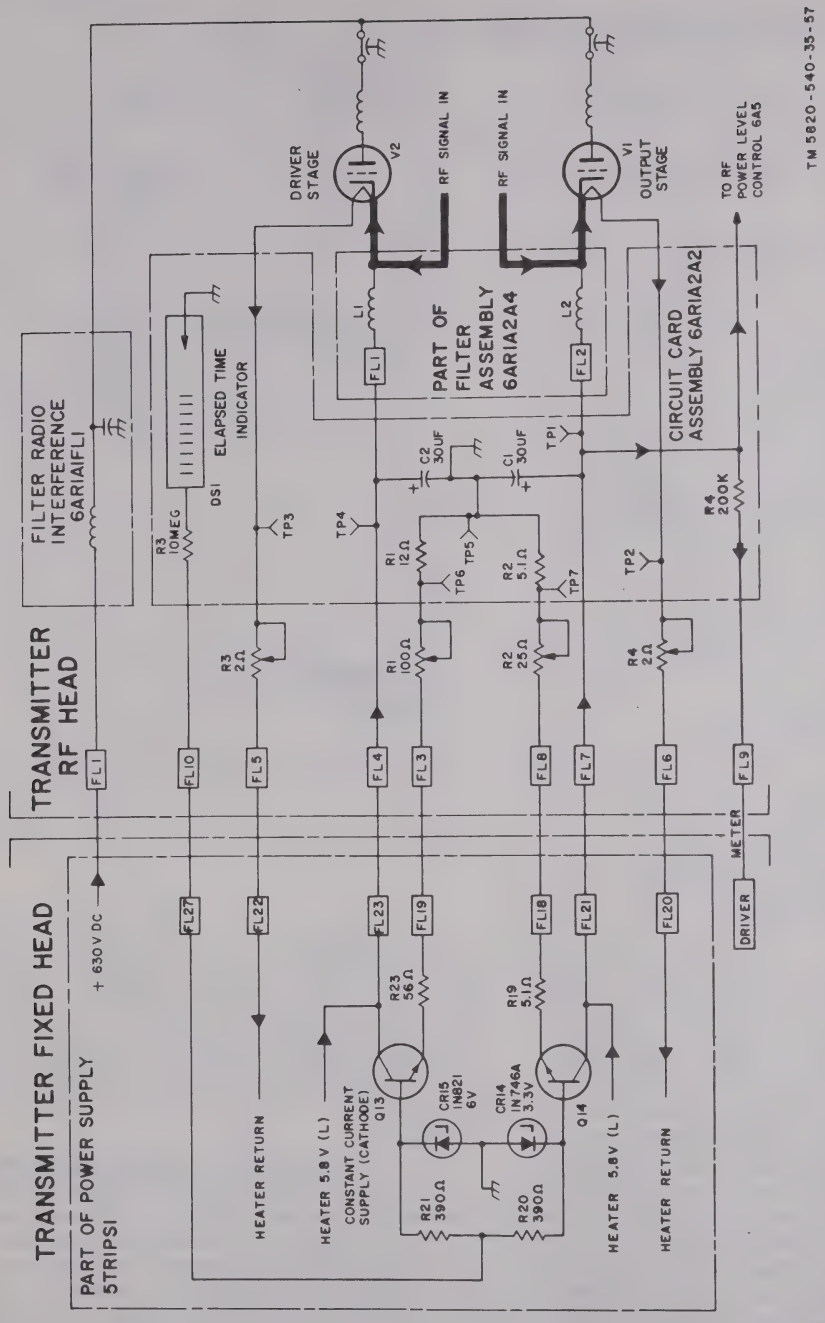

Figure 2-36. Power amplifier tubes dc and rf supplies, simplified schematic.
(2) *Rf amplifier subassembly 6AR1A1* (fig. 2-35). The driver amplifier and the output amplifier are mechanically and electrically identical, the only difference being in the choice of the dc operating point, which is externally adjustable. The plate resonators share a common drive screw. The output matching conditions, however, are different and individual drivers are required for the output probes. The power amplifier is a conventional tuned-cathode, tuned-plate grounded-grid triode amplifier circuit. V2 is the driver stage amplifier, Z3 the cathode resonator and Z4 is the plate resonator. C7 and C8 are dc bypass capacitors. C10 is a cathode rf bypass capacitor, and C16 is a smoothing capacitor. The input signal is fed to the cathode from filter assembly 6AR1A2A4 at a level of 200 milliwatts to excite cathode resonator Z3, connected between cathode and grid. The signal at the plate resonates in Z4, connected between the plate and grid, and is coupled from the cavity to output jack J1 through output coupling probe C12. Driver peaking is accomplished by adjustment of the PRW OUT PEAK control in the pushed-in position. The output from the driver tube is connected through the second section of filter assembly 6AR1A2A4 to the cathode of output tube V1, in a circuit similar to the V2 circuit. Here it is amplified, then coupled out of the plate cavity by output coupling probe C6. Output peaking is accomplished by adjustment of the PWR OUT PEAK control in the pulled-out position. Tube filament voltages (fig. 2-36) are set to 6. 6volts dc to provide a filament current of about 1.3 amperes. Cathode currents are regulated by a constant current source within transmitter power supply 5TR1PS1 (para 2-18) to 60 milliamperes into the driver cathode and 160 milliamperes into the output cathode. The currents are set by adjustments on circuit card asssembly 6AR1A2A2.